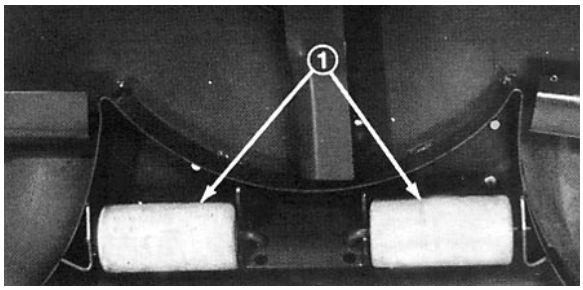

Fig. 3
1. Togliere le coppiglie che fissano gli alberi dei rulli alla parte sottostante il piatto di taglio (Fig. 3).